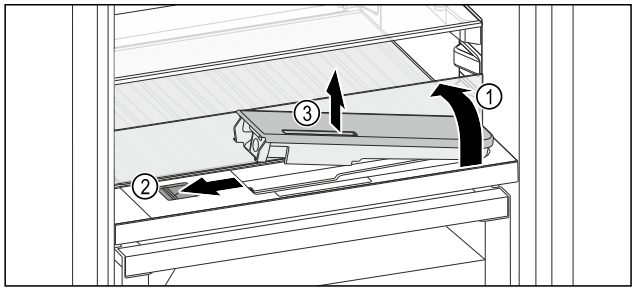

Fig. 170
▶ Lift the glass panel and fold to the back as far as it will go *Fig. 170 (1)*.
▶ Slide the slider *Fig. 170 (2)* to the left.
▶ Remove the water tank *Fig. 170 (3)*.